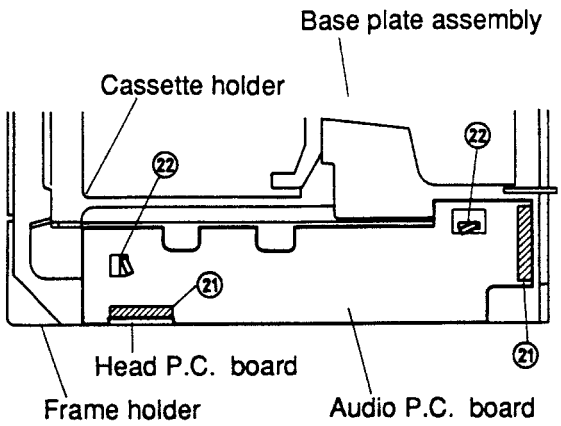

Figure 16
(1) Remove two solders ㉑ and remove the parallel wire (7P) and the head PC board as shown in Figure 16.
(2) Adjust the two claws ㉒ to the rectangular holes on the PC board and remove the PC board as shown in Figure 16.
(3) After replacement, mount the new PC board following the removal steps in the reverse order.